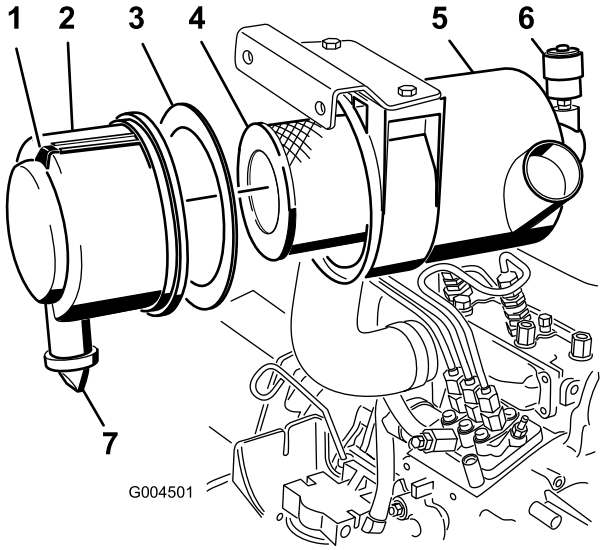

Figuur 39
2. Geef het luchtfilter een onderhoudsbeurt wanneer de luchtfilterindicator (Figuur 39) rood is, of om de 400 uur (vaker in uiterst stoffige of vuile omstandigheden). Geef het luchtfilter niet te vaak een onderhoudsbeurt.
1. Trek de vergrendeling naar buiten en draai het luchtfilterdeksel linksom (Figuur 39).
2. Verwijder het deksel van het luchtfilterhuis (Figuur 39).
4. Verwijder en vervang het voorfilter (Figuur 39).
6. Controleer of de schuimrubberen pakking in het deksel op zijn plaats zit en niet gescheurd of beschadigd is (Figuur 39).
A. Verwijder de rubberen uitlaatklep van het deksel (Figuur 39).
10. Stel de indicator (Figuur 39) opnieuw in als deze rood is.